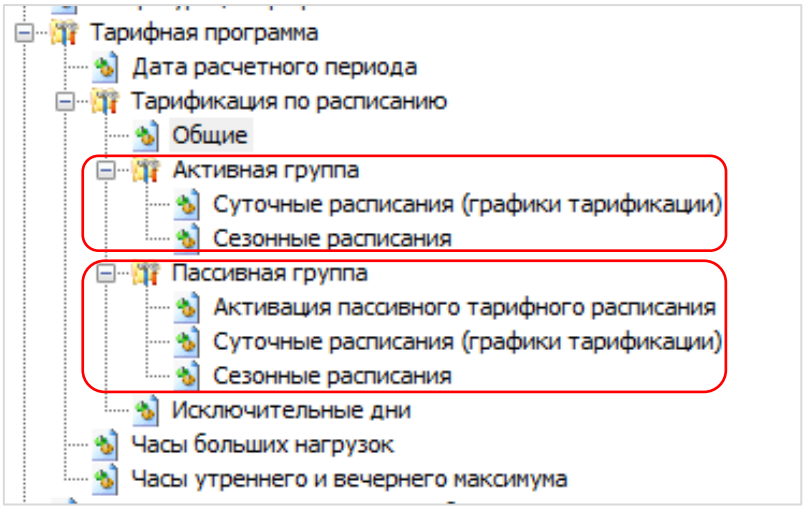
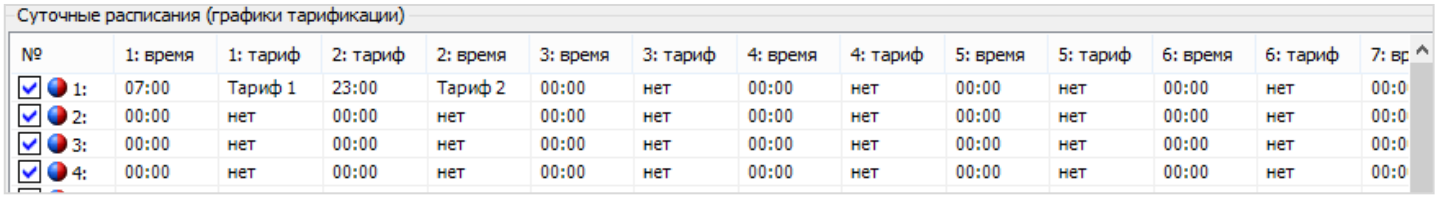

Рисунок 111
Рисунок 113
- 32 суточных расписаний переключения тарифа, в каждом до 16 точек переключения тарифа (см. рисунок 111). Одна точка переключения тарифа содержит: время начала действия тарифа (чч:мм) и тариф (т)) (рисунок 113); Порядок задания тарифов – произвольный. Если переключение не используется, то в соответствующих полях необходимо установить значения: время – 00:00, тариф – нет.
- 12 сезонных недельных расписания (см. рисунок Рисунок 111). Каждое содержит: дату начала действия расписания (дд.мм) и номер суточного расписания переключения тарифов для каждого дня недели (пн,вт,ср,чт,пт,сб,вс) от 1 до 32 (рисунок Рисунок 114). Если сезонное недельное расписание надо отключить,то в графе «Использовать» задается «-», в противном случае «+»;
Исключительные дни (48 штук)[52] применяются сразу после записи (см. рисунок 111). Каждый исключительный день содержит, месяц год и номер суточного расписания переключения тарифа от 1 до 32 (см. рисунок 115). Если исключительный день не используется, то в графе *«Использовать»* задается *«-»*, в противном случае *«+»*.